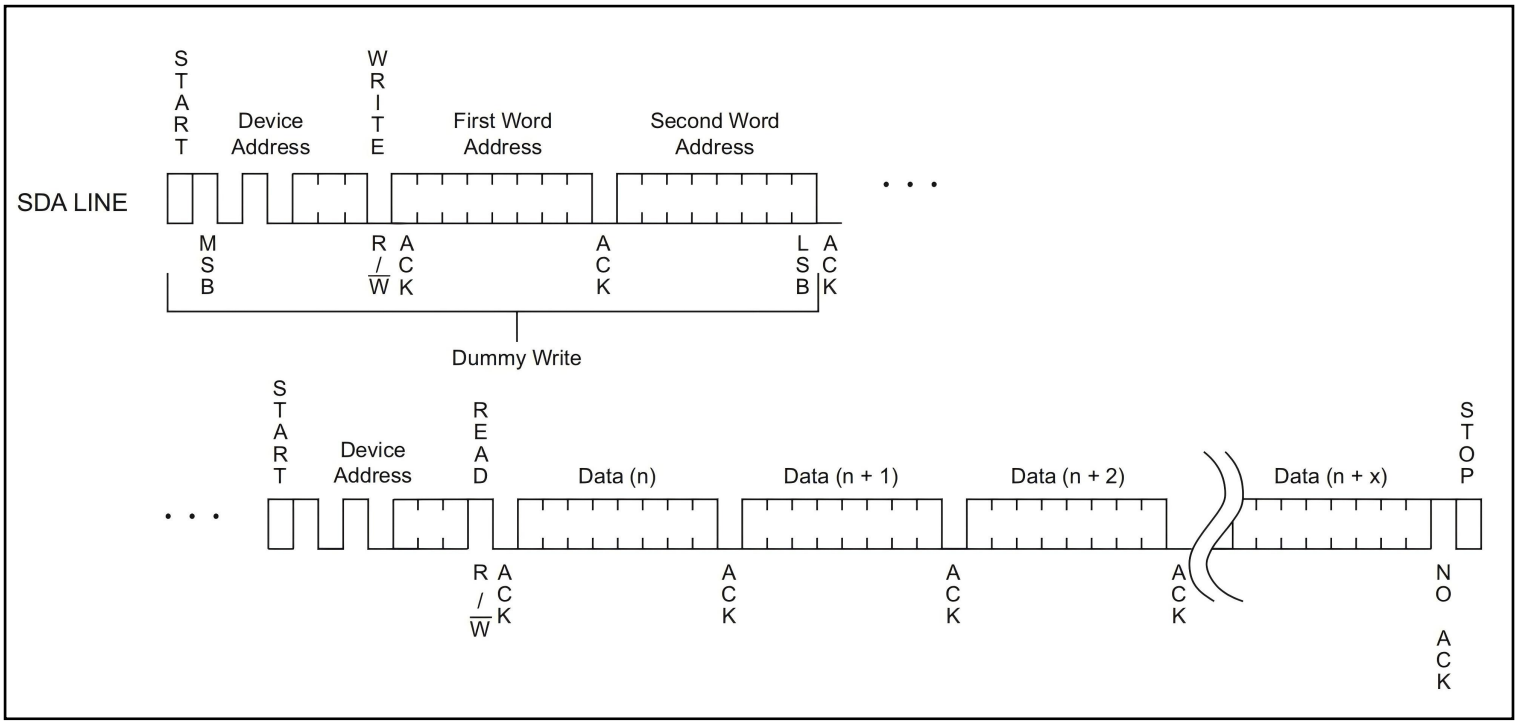

Figure 12. Sequential Read
**Sequential Read:** Sequential Reads are initiated by either a Current Address Read or a Random Address Read. After the microcontroller receives a data word, it responds with an acknowledge. As long as the EEPROM receives an acknowledge, it will continue to increment the data word address and serially clock out sequential data words. When the memory address limit is reached, the data word address will roll-over and the sequential read will continue. The Sequential Read operation is terminated when the microcontroller does not respond with a zero but does generate a following Stop condition (see Figure 12 ).